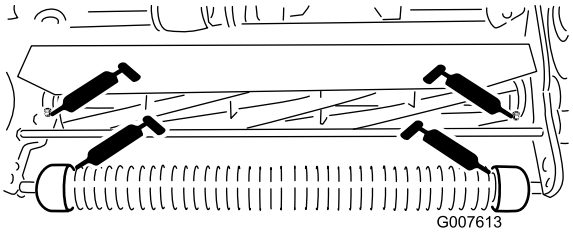

Figur 17
- 2 på frontrullen (Figur 17)
- 2 på knivcylinderens lejer (Figur 17)